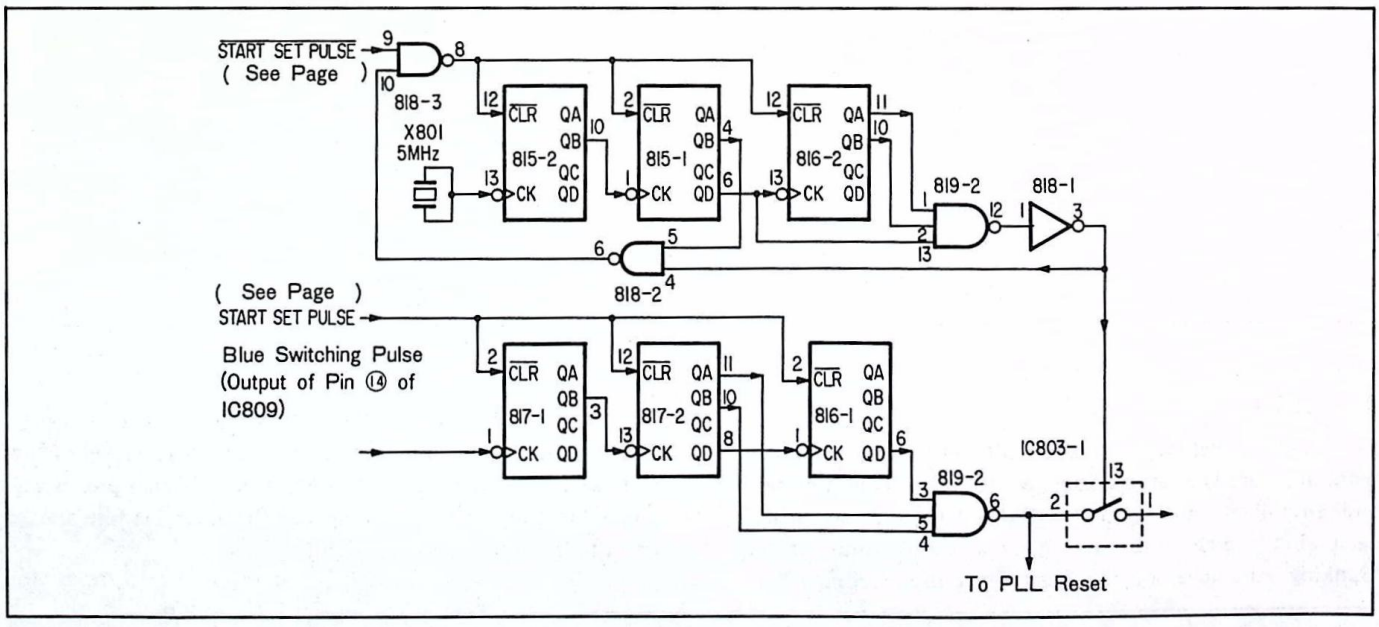
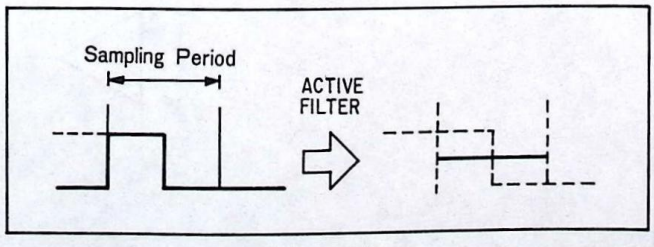

Fig. II-16.
Fig. II-17.
The three counters (IC815-1, 815-2, and 816-2) in the top of Fig. II-16.count down the output of a 5-MHz ceramic oscillator and switch on the IC803 switch only during a certain time of the 1H line. The three counters (IC816-1, 817-1, and 817-2) in the bottom of the diagram count down the output of Pin ⑭ of IC809 (blue switching pulse). When the count becomes 262, the level of IC819-2 (NAND output) changes from "H" to "L". The numeral 262 indicates a numeral slightly larger than 256, which is the number of blue phosphors in the INDEXTRON, and shows the end of H. SIZE of an effective picture. The circuit has counters in bottom of it to output H. SIZE and counters in top of it to sample the neighborhood when the level of the H. SIZE pulse changes from "H" to "L". The waveform of this SW (IC803-1) output is as shown on the left of Fig. II-17.